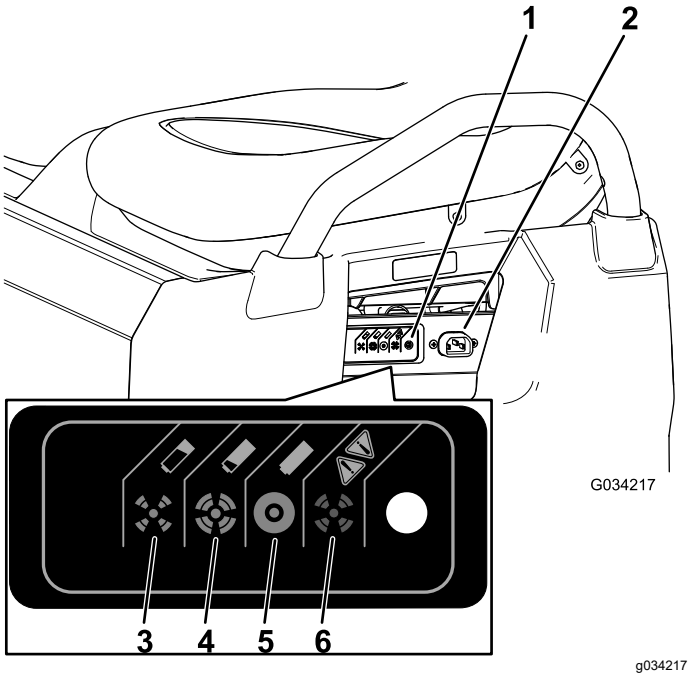

Figur 36
3. Anslut en laddningssladd med **tjocklek 16 (eller större diameter) på maximalt 2,5 m** till maskinens laddningsuttag (Figur 36).
Se följande tabell och Figur 36 för information om vad de olika färgerna på laddarens statuslampa betyder.